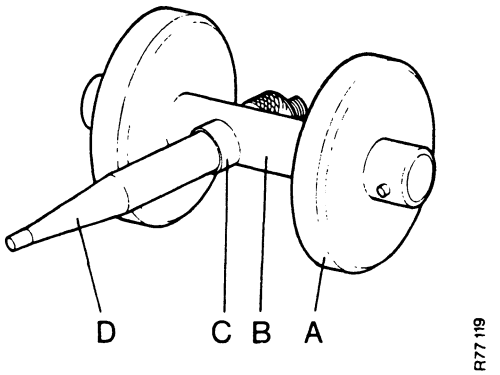

FIGURE 64. PINION SETTING GAUGE
Screw the probe into the shaft B, Figure 64.
8. Use a feeler gauge to measure the gap between the spacer D and the shaft B, Figure 64.